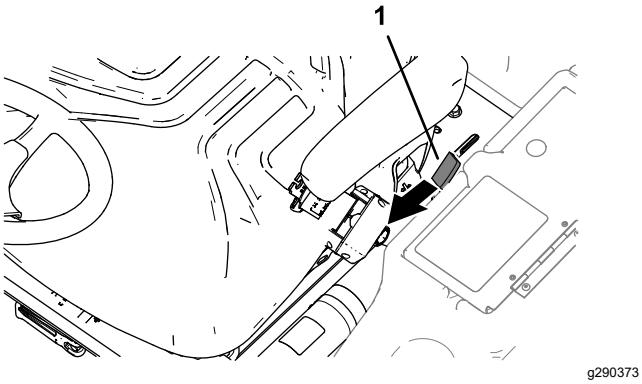

Figur 48
1. Flyt platformens låsehåndtag (Figur 48) mod maskinens forende, indtil låsekrogene er fri af låsebøjlen.